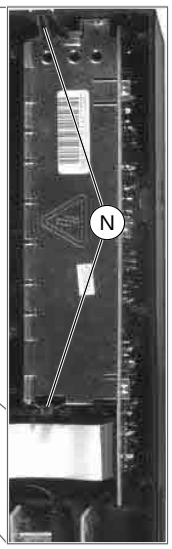

Fig. 7
– Rastnasen (N) ausrasten und Netzteilbaustein herausnehmen (Fig. 7).
– Release the locking lugs (N) and take out the Power Supply Board (Fig. 7).